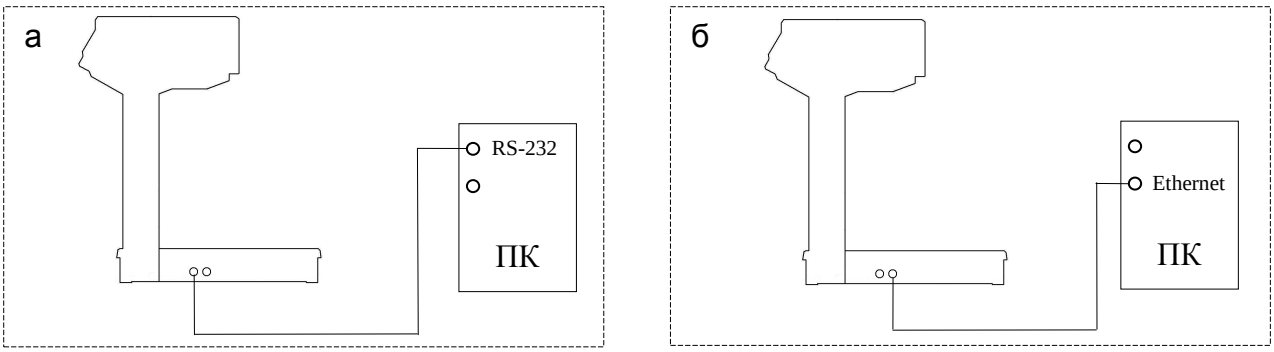
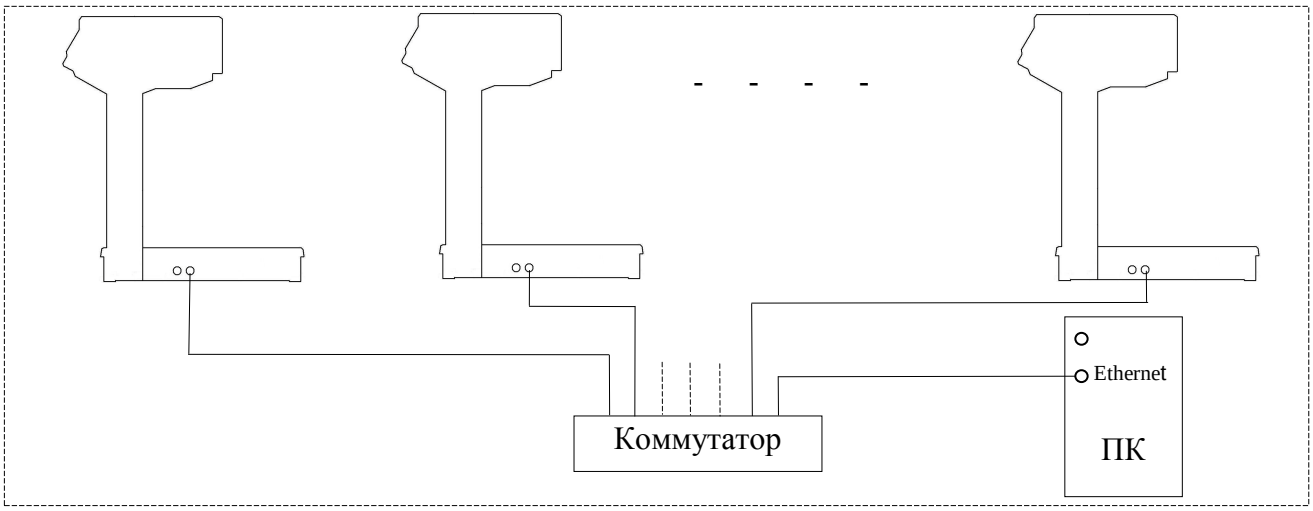

Рис. 26 - Подключение весов: а - RS-232, б - Ethernet
Рис. 27 - Подключение весов к Ethernet
- протокол TCP. Используется для установки соединения между пользовательской программой и конкретными весами; передачи данных, необходимых для работы весов; считывания данных для анализа и служебной информации. Варианты подключения весов приведены на Рис. 26 и Рис. 27.